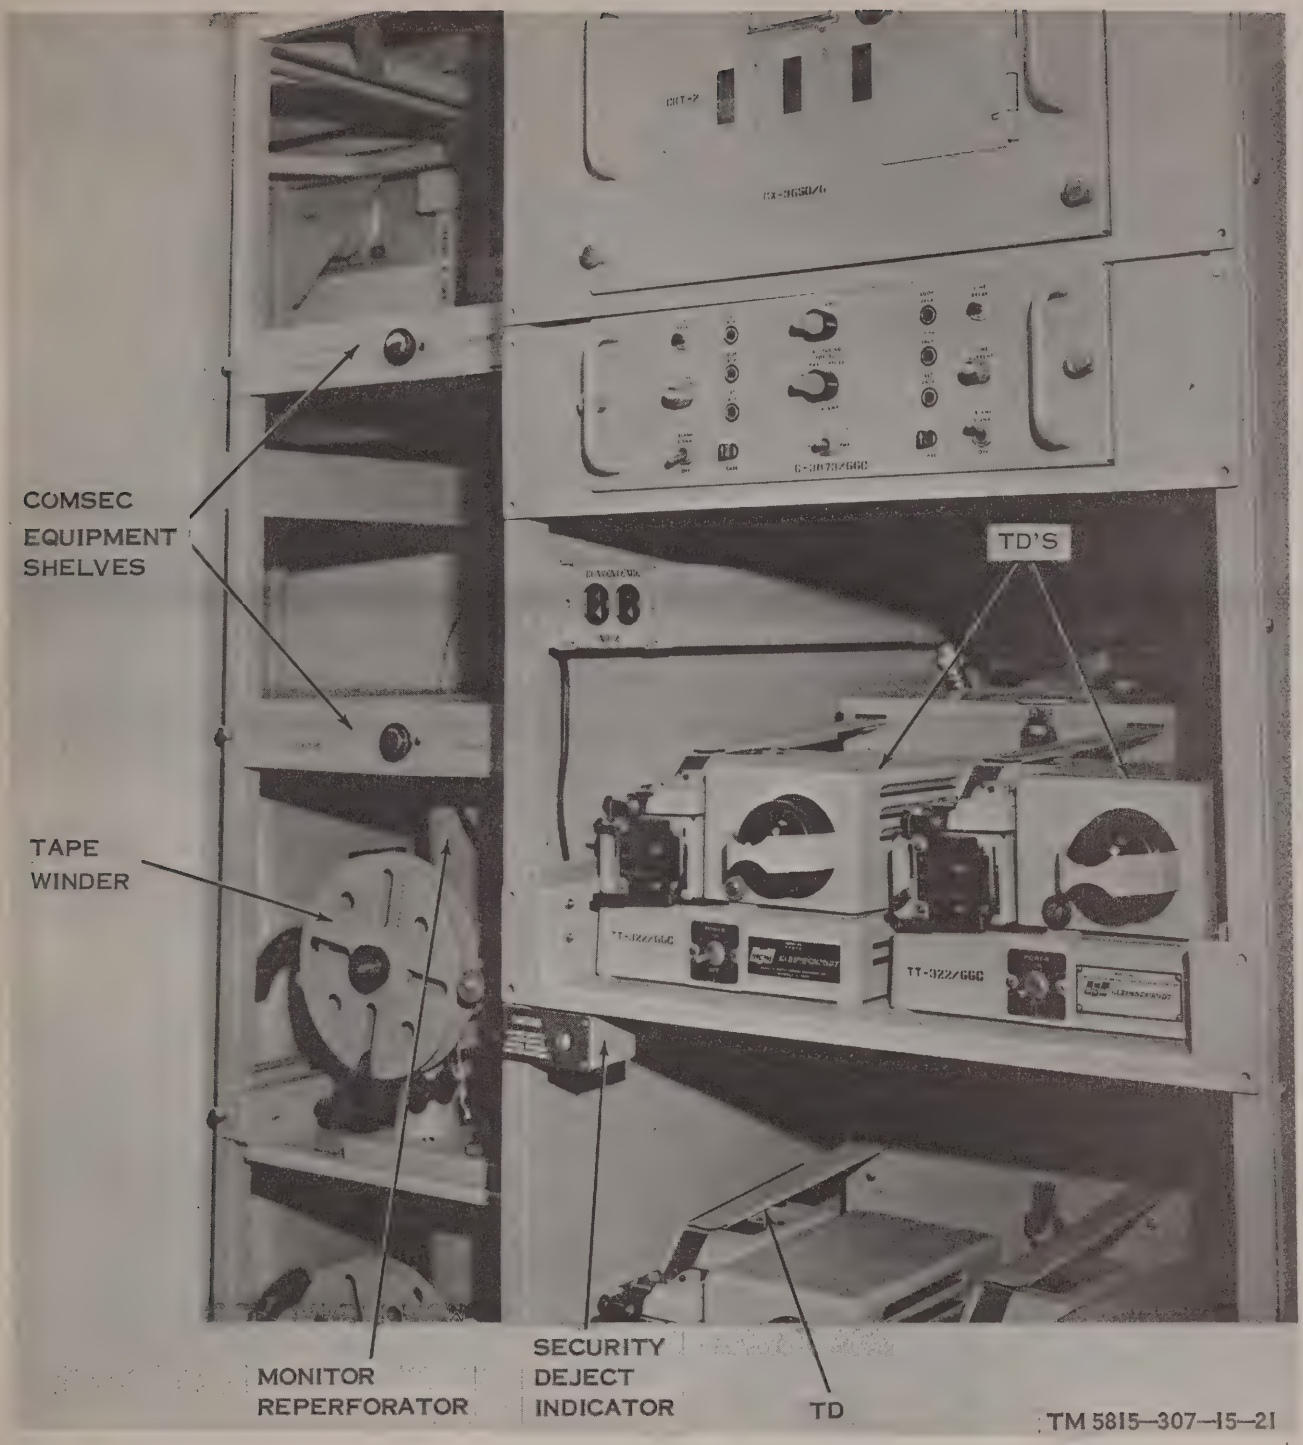

Figure 1-5. AN / MGC-22, part of curbside wall showing transmitter set equipment.
e. SET POS. Equipment. The SET POS. equipment is located on the curbside wall, at the front of the van. It consists of a lineup transmitter-distributor (TD) (TT-23(*) / FG, TM 11-2277) and a monitor page printer (TT-98(*) / FG, TM 11-5815-200-12). The monitor page printer is arranged for full-duplex operation. The SET POS. equipment is used to line up the circuits of the AN / MGC-22 when required. The SET POS. equipment is plugged into jacks in the SET POS. patch panel (jack positions TD, SIG, KYBD, and PTR).
g. COMSEC Equipment. Eight TSEC / KW-7's are located in racks on the curbside wall at the front of the van (fig. 1-5). Four TSEC / KW-7's are used in send circuits; four TSEC / KW-7's are used in receive circuits. The COMSEC equipments permit synchronous, secure operation over four full-duplex circuits and are wired to jack positions in the BLACK PATCH PANEL and the RED PATCH PANEL.
i. Send Positions 1, 2, 3, and 4 (fig. 1-5). Send positions 1, 2, 3, and 4 are located on the curbside wall, at the front of the van. The send positions consist of the transmitter sets (AN / GGC-9), COMSEC equipments, line units (Terminal, Telegraph TH-5 / TG or TH-22 / TG), monitor reperforators (TT-346(*) / FG), and the tape winders. Complete descriptions of the send positions (1 through 4) equipments are contained in their respective technical manuals (app. A).
b. Security Deject Indicator (fig. 1-5). A security deject indicator (red lamp) is located near the sending equipment. The red indicator lamp, when lighted, indicates that the telephone is in use and that ac circuits to the COMSEC equipment are open. The security deject indicator is panel-marked as follows: CAUTION: RED LIGHT INDICATES SECURITY DEJECT IN OPERATION. DISCONNECT PHONE FOR TRANSMISSION.